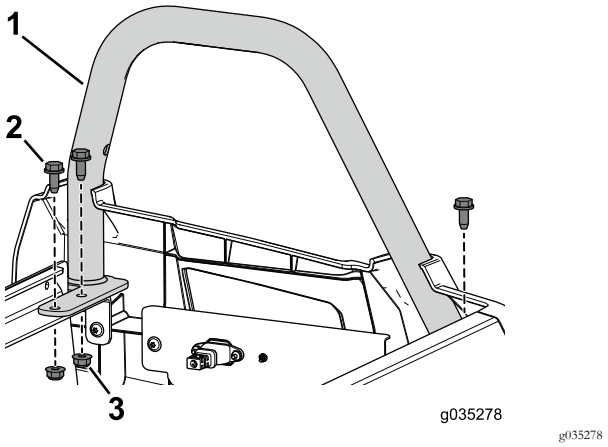

Figura 90
12. Utilize os três parafusos flangeados (3/16" x ¾") e as porcas flangeadas que retirou anteriormente para prender o suporte para as ancas traseiro esquerdo ao conjunto da base do banco (Figura 90).